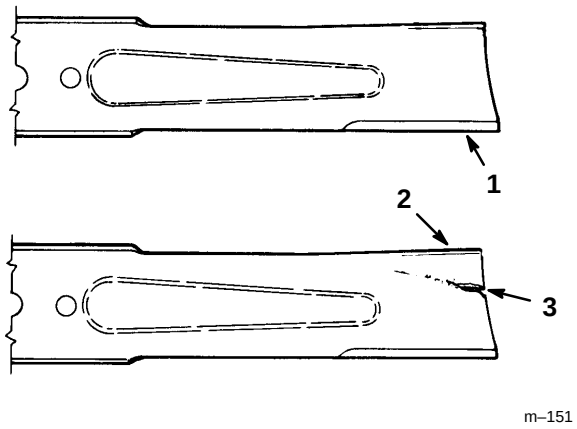

Figure 14
1. Inspect the cutting edges (Fig 14). If the edges are not sharp or have nicks, remove and sharpen the blades. Refer to Sharpening the Blades on page 15.
2. Inspect the blades, especially the curved area (Fig. 14). If you notice any damage, wear, or a slot forming in this area (item 3 in Fig. 14), immediately install a new blade.